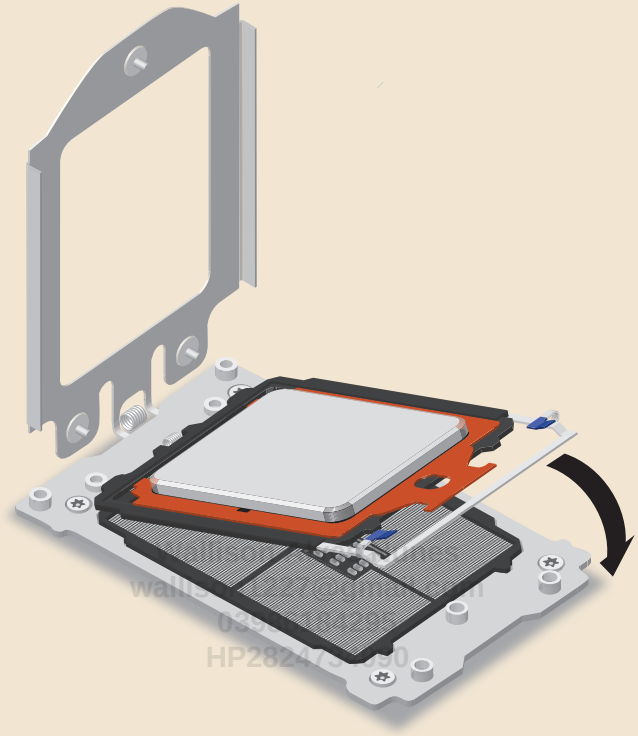

Figura 15.23: Abaixe a moldura intermediária para sua posição original.
5. Retorne a moldura intermediária de volta para a posição horizontal. Ver Figura 15.23.